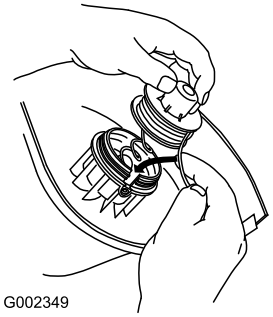

Figura 15
1. Tenete in mano il cavo e la bobina, inserite quest'ultima nella testa di taglio e il cavo nell'occhiello (Figura 15).